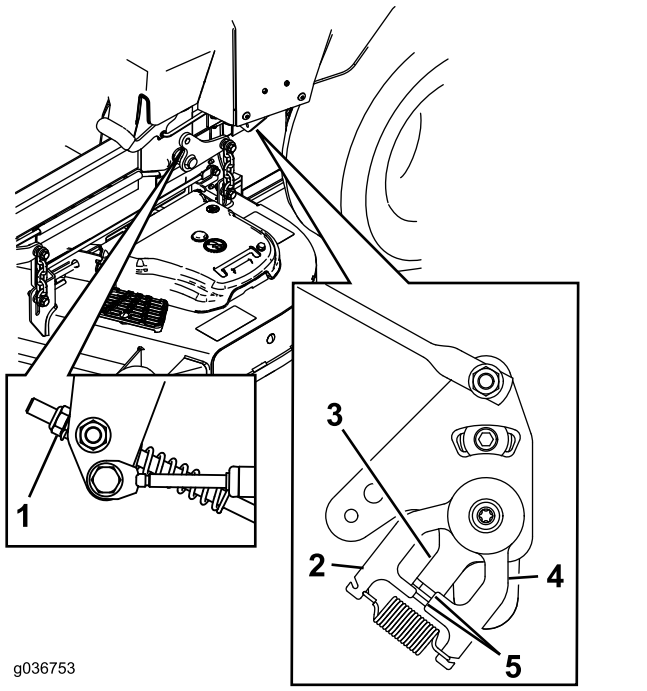

Figuur 68
11. Pas de lengte van de pompbedieningsstang aan door de moer in de juiste richting te draaien tot de wielen lichtjes gaan kruipen in de achteruitstand (Figuur 68).